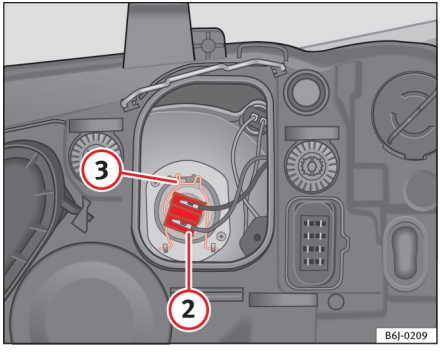

Fig. 143 Nærlys
– Træk stikket ⇒ fig. 143 (2) af pæren.
– Tag fjederen ⇒ fig. 143 (3) af ved at trykke den ind og dreje mod højre.